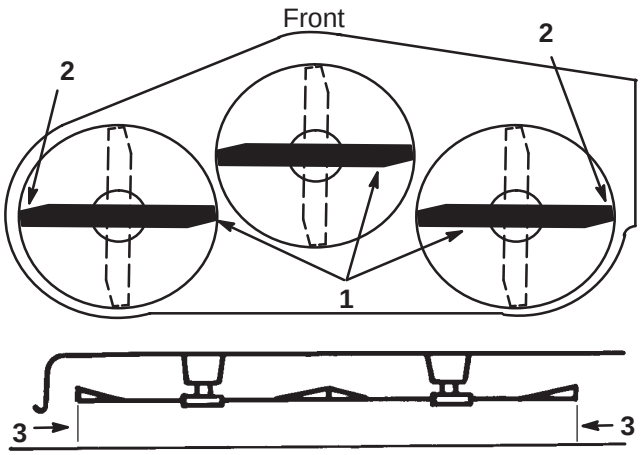

Figure 13
3. Carefully rotate blade(s) side to side (Fig. 13). Measure between the outside cutting edges and the flat surface (Fig. 13). If both measurements are not within 3/16” (5 mm), an adjustment is required; refer to steps 4 and 6.